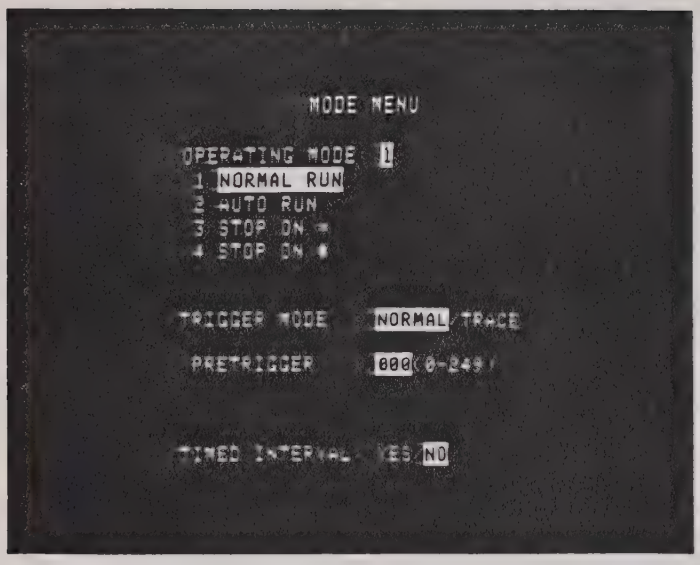

Figure 5.1 - Mode Menu in Default Display
5.2.1 Refer to Figure 5.1 above for the following description of the **MODE MENU**. It shows the entire **MODE MENU** displayed in **OPERATING MODE 1** as indicated by the blinking cursor. In **OPERATING MODE 1, NORMAL RUN**ning conditions prevail.